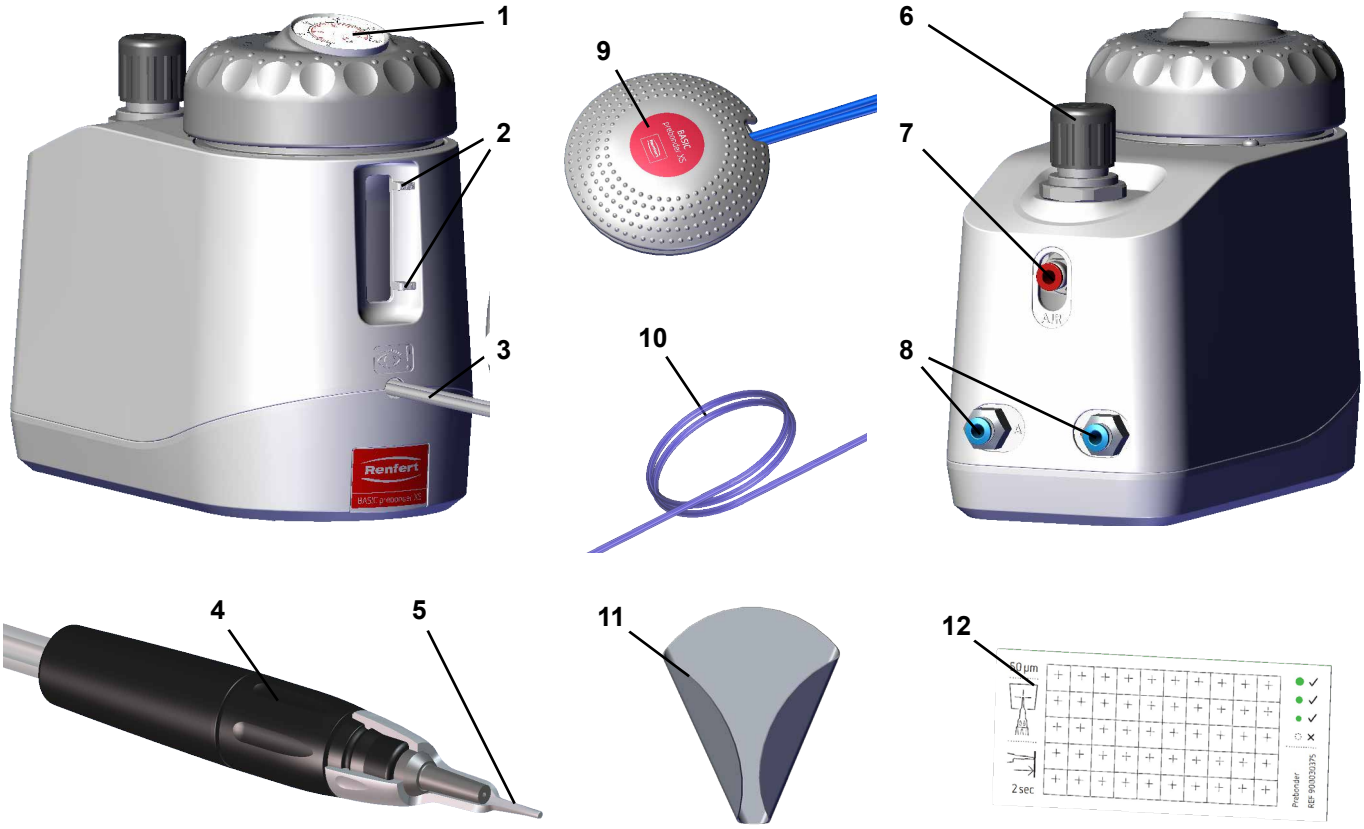

Fig. 1
⇒ Inserire il tubo flessibile dell'aria compressa (10, Fig. 1) nell'attacco dell'apparecchio (7) fino a battuta. Nell'inserimento del tubo, occorre superare una lieve resistenza.